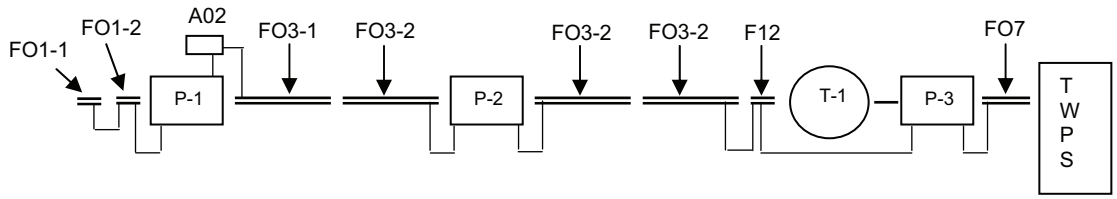
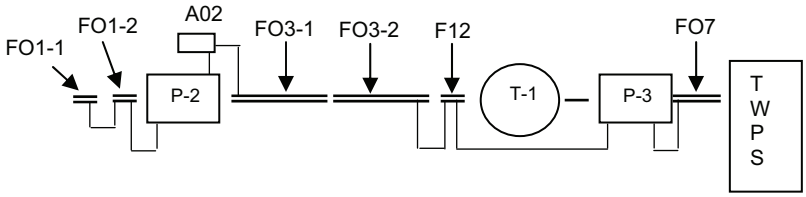

Figure 17. Heating Blanket Power Cable Connection Diagram for P-1 to P-2 Configuration.
Figure 18. Heating Blanket Power Cable Connection Diagram for P-2 Only Configuration.
h. Clean connectors and connect the hose heating blanket power cables to the hose heater terminals on the pump skid junction boxes as identified in Table 6, Figure 17, for the P-1 to P-2 raw water system configuration and Table 7, Figure 18, for the P-2 only configuration. Do NOT connect pump skid power cables to the TWPS PDP at this time.